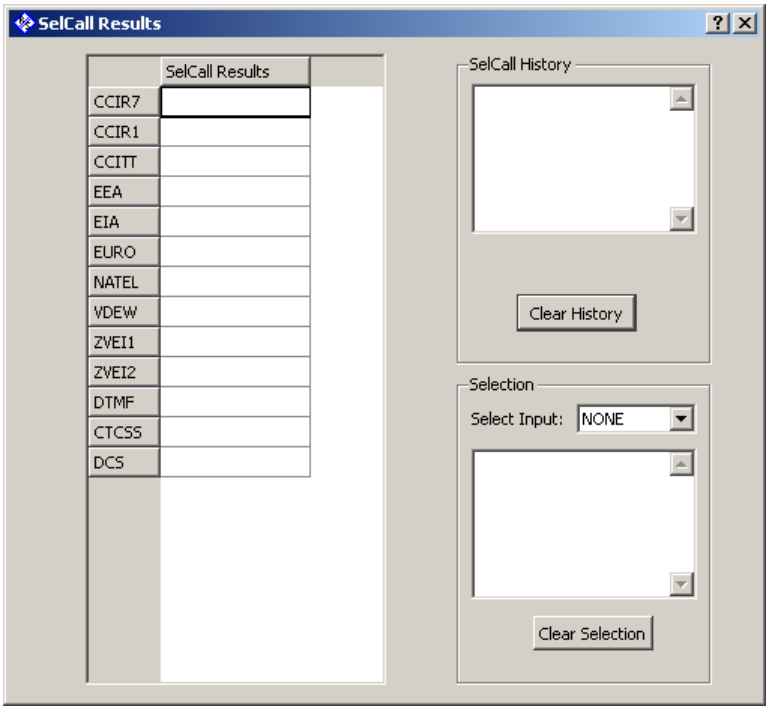

*Figure 3-66: SelCall Results*
- Similarly, click on the button to activate SelCall. SelCall results Figure 3-66 can be visualized by clicking on the down arrow and selecting SelCall Output.